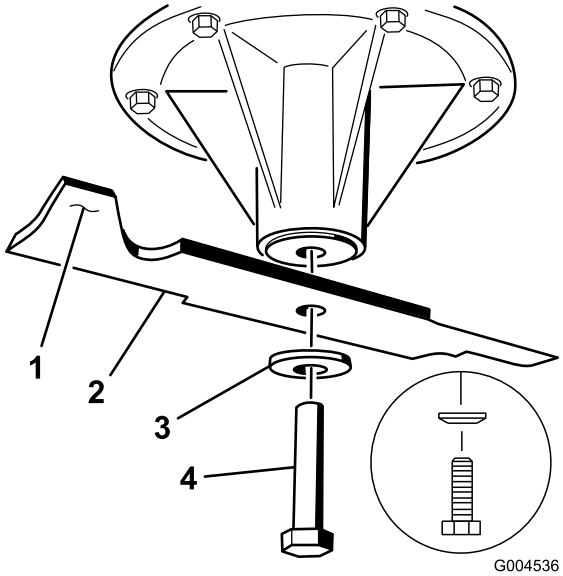

Figur 92
2. Avlägsna knivskruven, den böjda brickan och kniven från spindelaxeln (Figur 92).